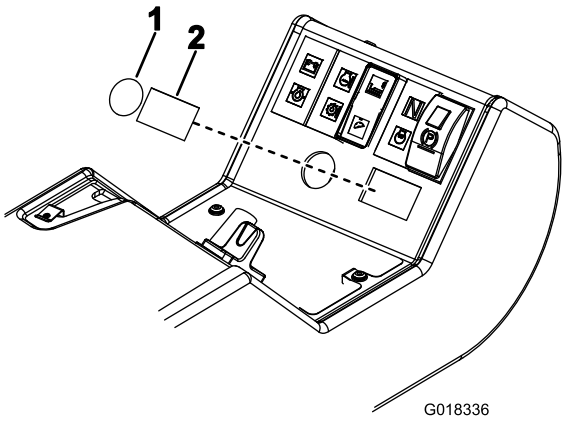

Figure 17
8. On the control panel, remove the round blanking plug and the rectangular blanking plug next to it (Figure 17).